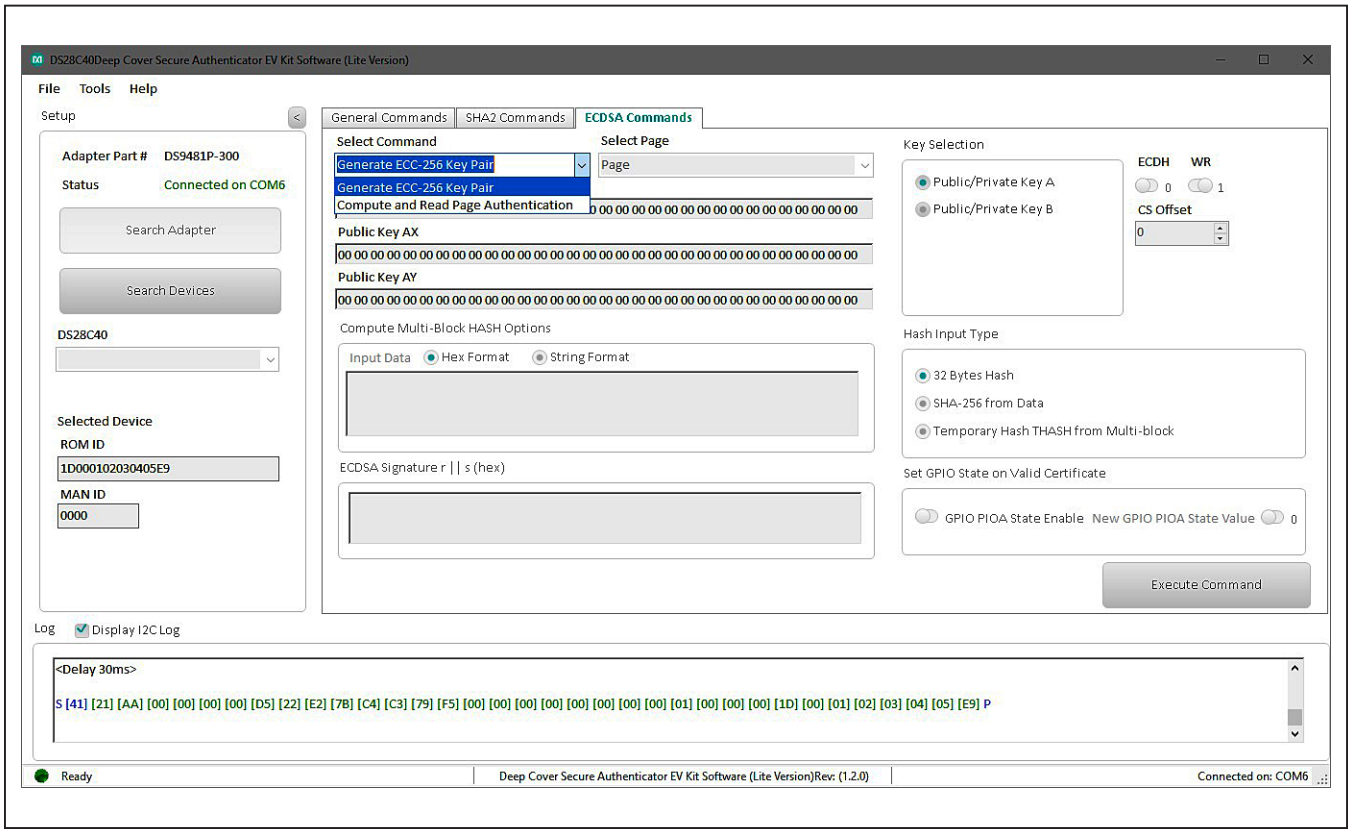

Figure 24. Generate ECC Key pair
1) Select the **ECDSA Commands** tab (Figure 24).
2) From the **Select Command** drop-down menu, select the **Generate ECC-256 Key Pair** and select the desired **Public/Private Key** from the **Key Selection** combo box (Figure 24).